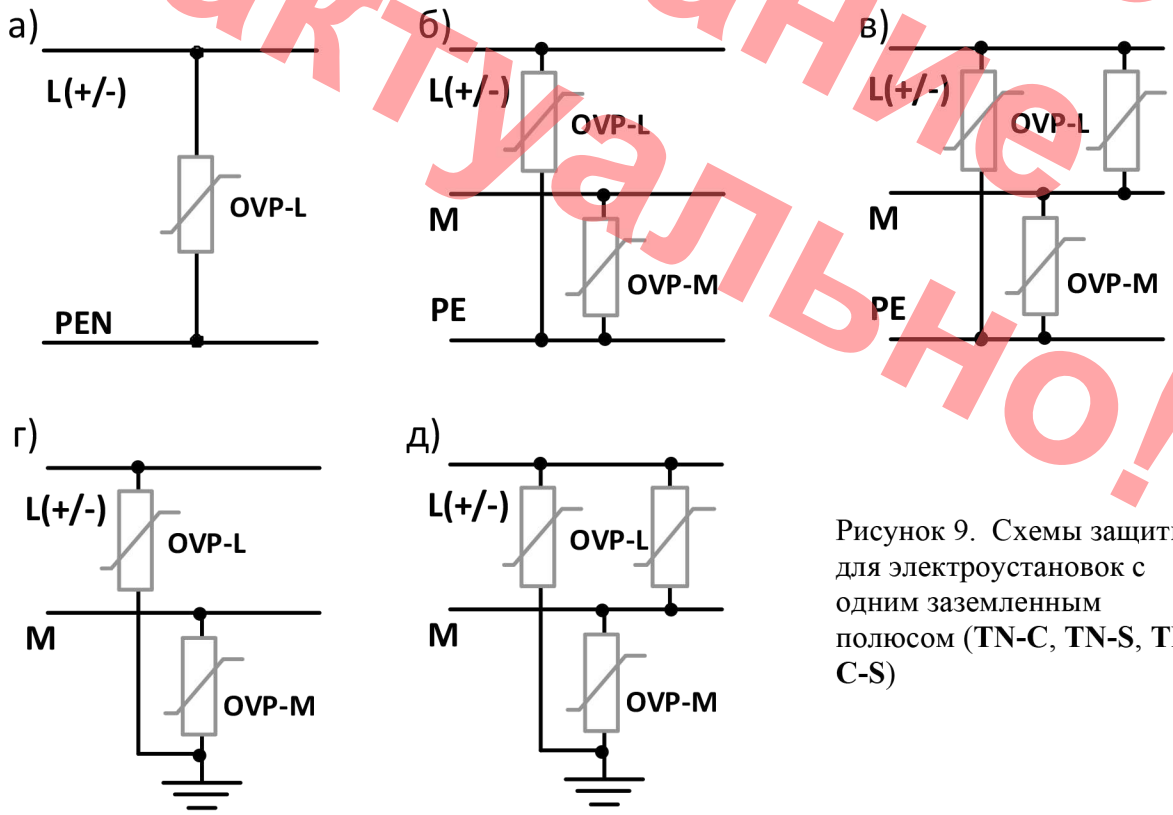

Рисунок 9. Схемы защиты для электроустановок с одним заземленным полюсом (**TN-C**, **TN-S**, **TN-C-S**)
- электроустановка **TN-C** защита от синфазной помехи (см. рис. 9а);
- электроустановка **TN-S** или **TN-C-S** (после разделения проводников **M** и **PE**), защита от синфазных помех (см. рис. 9б);
- то же, защита от синфазных помех и дифференциальных помех (см. рис. 9в);
- электроустановка **TN-S** или **TN-C-S**, использование защитного заземления, электрически не связанного с нулевым рабочим проводником или изолированной системы уравнивания потенциалов, защита от синфазных помех (см. рис. 9г);
- то же что и в **рисунке 9г**, защита от синфазных помех и дифференциальных помех (см. рис. 9д).